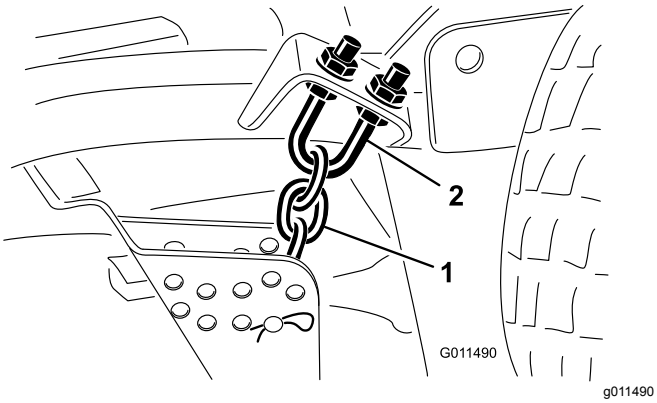

Figur 84
1. Løsne låsemutteren øverst eller nederst på klippehøydekjedets U-bolt (Figur 84).